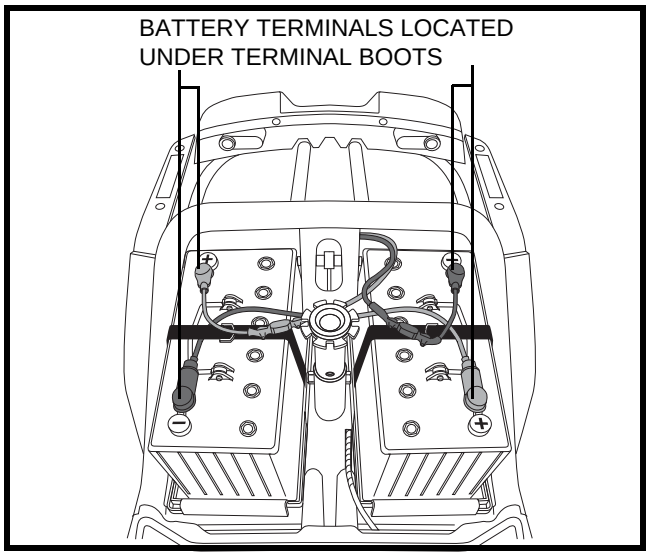

Figure 14. Battery Removal/Replacement
5. Disconnect the battery cables from the battery terminals by sliding back the terminal boots and unscrewing the nut from the bolt. **See figure 14**.